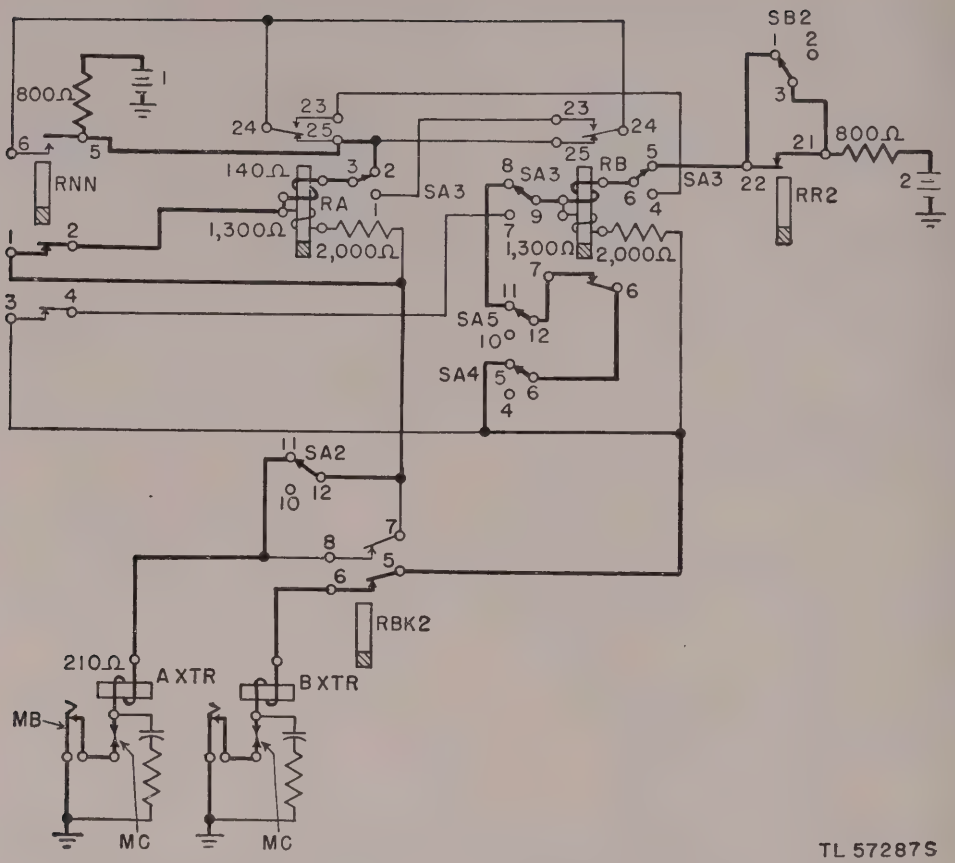

Figure 48. Message transmitter circuit, split operation.
b. Split Operation (heavy lines, fig. 48). When switch SA is thrown to the SPLIT position, contacts RNN–3/4 are not connected to the cir-
b. Split Operation. When switch SA is thrown to SPLIT, relay RB is no longer associated with relay RN (fig. 48). The release of RB therefore completes the operating cycle for circuit No. 2 and a new tape may be inserted in the B message transmitter unit.